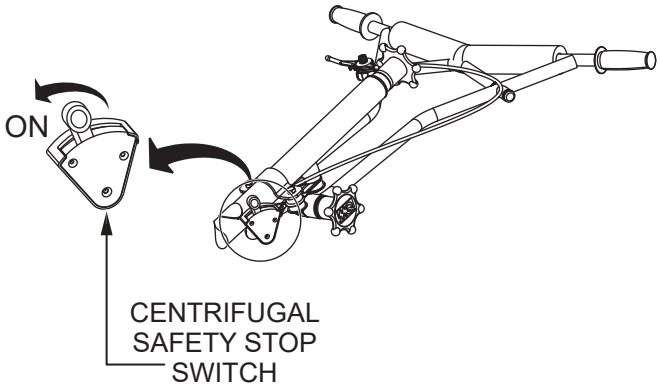

Figure 38. Centrifugal Safety Stop Switch (ON)
3. Place the centrifugal safety stop switch in the **ON** position (Figure 38).